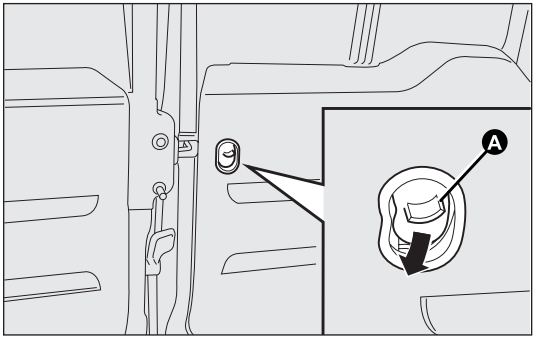

fig. 86 F0V0080m
- ❒ use device A-fig. 86 located on the inside of the right-hand swing door;